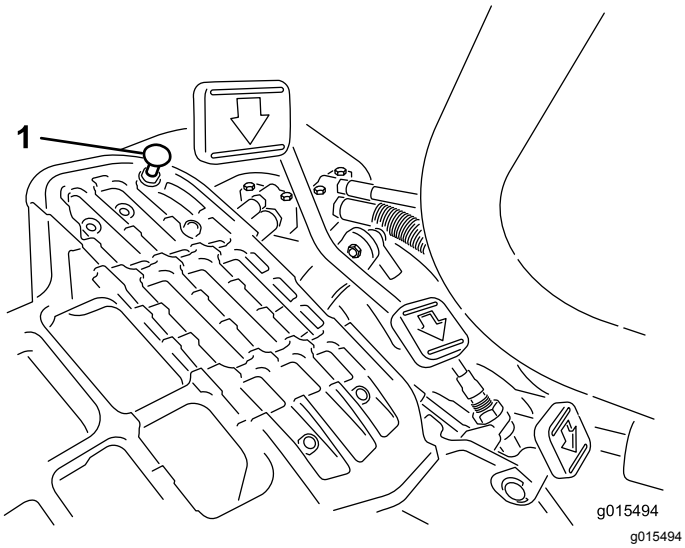

Figuur 40
Om de maximale transportsnelheid te verkrijgen, moet u de schakelhendel in de TRANSPORTSTAND zetten en het tractiepedaal intrappen. Als het pedaal contact maakt met de pedaalaanslag (Figuur 40) voordat u
1. Zet de schakelhendel in de TRANSPORTSTAND en draai de borgmoer los waarmee de pedaalaanslag is bevestigd aan de vloerplaat (Figuur 40).